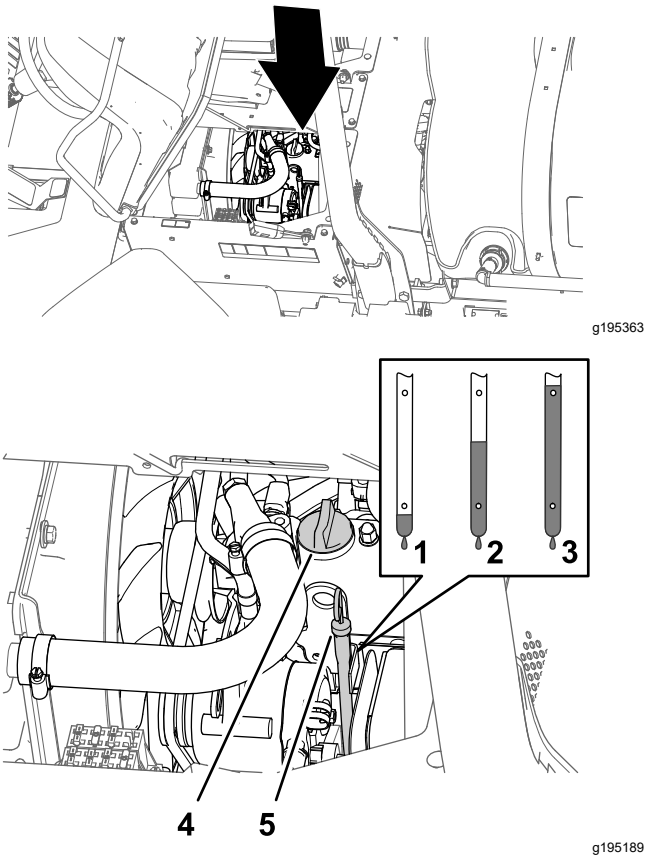

Figur 73
2. Ta ut oljestickan, som sitter under passagerarsätet, och torka av den med en ren trasa (Figur 73).
3. Om oljenivån är låg tar du bort påfyllningslocket från ventilkåpan (Figur 73) och fyller på med olja i påfyllningsröret tills nivån når upp till markeringen Full på oljestickan.
4. Sätt på oljepåfyllningslocket (Figur 73).
5. Sätt tillbaka oljestickan så att den sitter ordentligt (Figur 73).